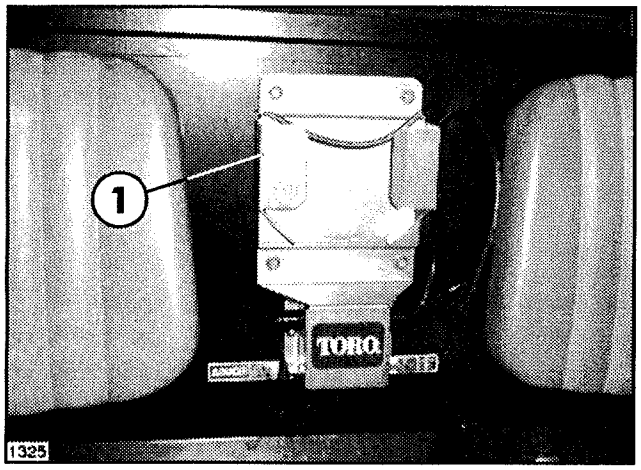

FIG. 2
2. Secure Vehicle Mount PAPR Assembly to the center of rear Cab Panel using (4) 1/4 x 3" flange screws, spacers and flange nuts. See FIG. 2